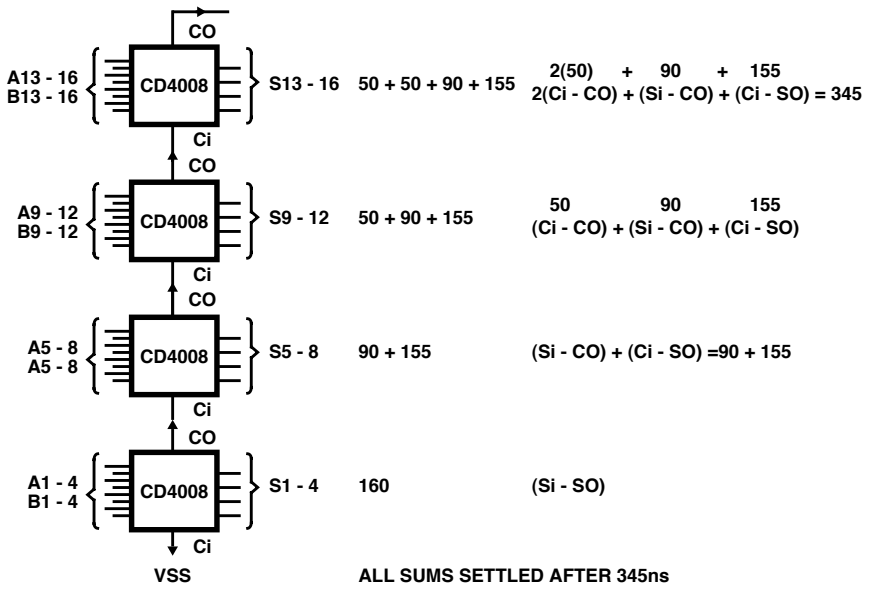
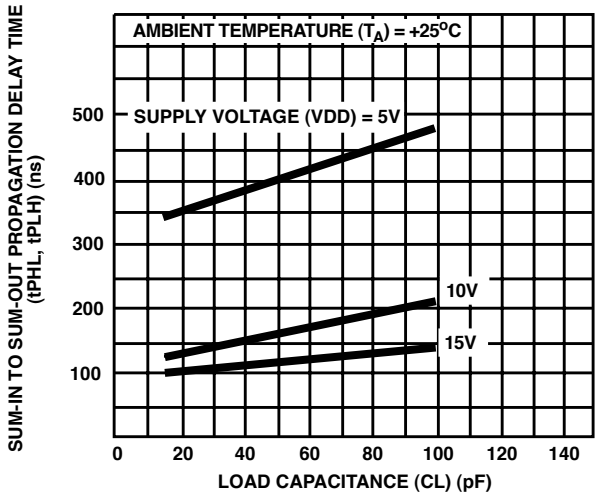

FIGURE 1. PROPAGATION DELAY FOR A 16 BIT ADDER (10V OPERATION)
FIGURE 2. TYPICAL SUM-IN TO SUM-OUT PROPAGATION DELAY TIME vs LOAD CAPACITANCE
As timing values are shifted into the serial data input (D), the previous contents of the 8-bit input register are shifted out of the serial output pin (Q) in MSB-to-LSB order. By connecting the serial output of one DS1023 to the serial input of a second DS1023, multiple devices can be daisy-chained (cascaded) for programming purposes (Figure 1). The total number of serial bits must be eight times the number of units daisy-chained and each group of 8 bits must be sent in MSB-to-LSB order.
Applications can read the setting of the DS1023 Delay Line by connecting the serial output pin (Q) to the serial input (D) through a resistor with a value of 1 to 10 kohms (Figure 2). Since the read process is destructive, the resistor restores the value read and provides isolation when writing to the device. The resistor must connect the serial output (Q) of the last device to the serial input (D) of the first device of a daisy chain (Figure 1). For serial readout with automatic restoration through a resistor, the device used to write serial data must go to a high impedance state.
SERIAL READOUT Figure 2